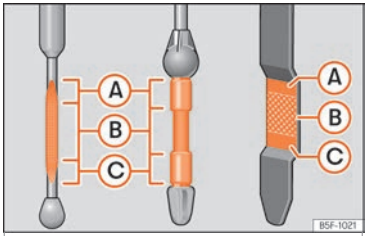

Fig. 305 Asta di misurazione livello olio motore
– In seguito, estrarla di nuovo e controllare il livello dell'olio ››› fig. 305. Se necessario, rabboccare dell'olio.
Se il livello dell'olio si trova al di sopra della zona ››› fig. 305 Ⓐ, non avviare il motore. Pericolo di danni al motore e al catalizzatore! Rivolgersi presso un'officina specializzata.
Il livello dell'olio non deve superare assolutamente il settore ››› fig. 305 Ⓐ. L'olio in eccesso potrebbe altrimenti essere aspirato attraverso lo sfiato del basamento ed essere liberato nell'atmosfera attraverso l'impianto di scarico.